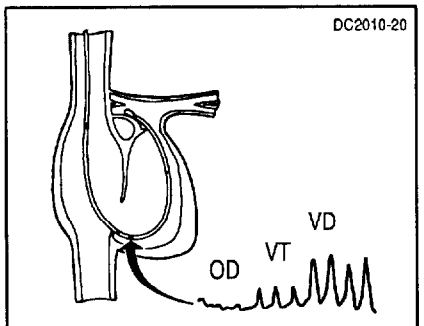

Figure 1. Placement correct de l'orifice VD (1 à 2 cm en aval de la valve tricuspide)
2. Connecter l'embout de la lumière VD du cathéter à un capteur de pression et vérifier que l'orifice VD est bien positionné (1-2 cm en aval de la valve tricuspide) (Figure 1). Pour éviter les mouvements du cathéter, fixer celui-ci au niveau du site d'insertion.